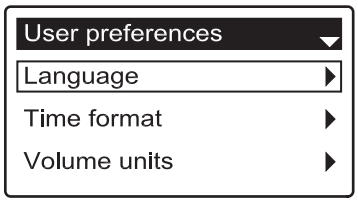

FIG. 37
3. Press the SELECT (○) button to display the User preferences menu (See Figure 37).
7. Press the SELECT (○) button. The display will go back to the User preferences menu (Figure 37).